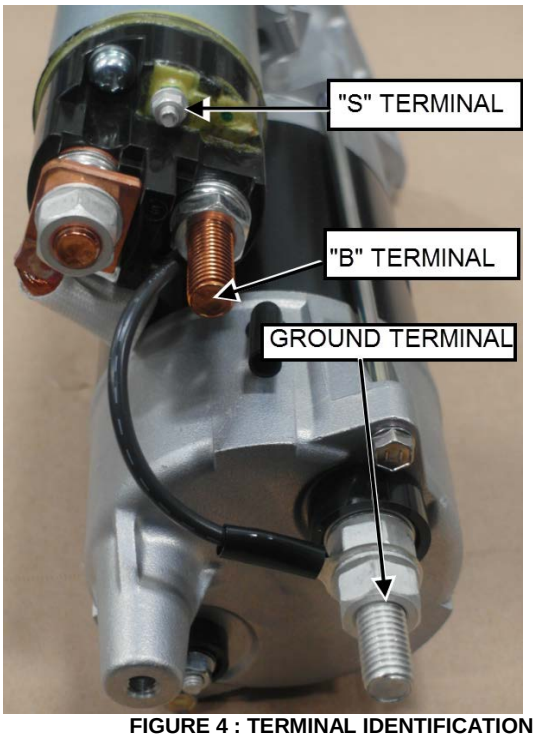
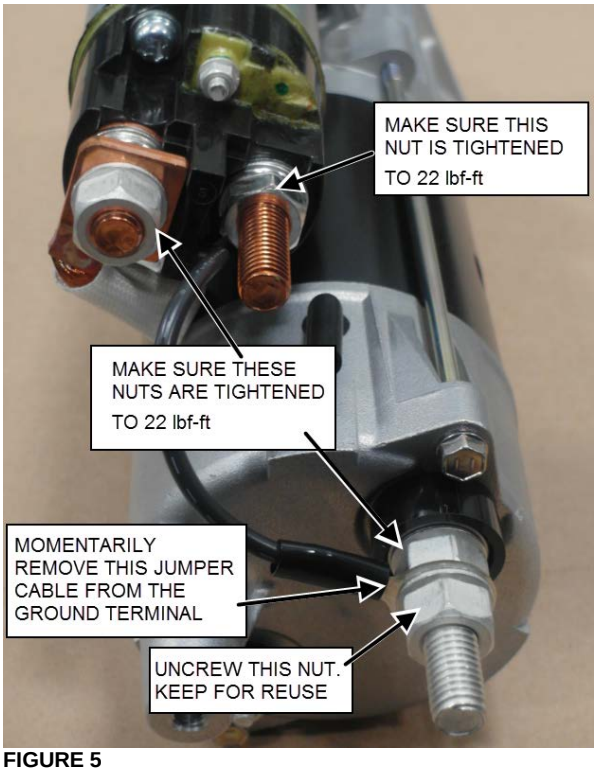

FIGURE 4 : TERMINAL IDENTIFICATION
FIGURE 5
1. If the starter is replaced with a brand new starter, prepare the new starter as follows (refer to FIGURE 5).
a) Remove the second nut on the ground terminal (FIGURE 5). Keep for later use.
b) Remove the jumper cable connected to the ground terminal (FIGURE 5).
c) Make sure that the three nuts identified on FIGURE 5 are tightened to a torque of **22 lbf-ft**.
7. Connect circuit **101** to **B** terminal (FIGURE 4 & FIGURE 5). Position circuit **101** cable to be in line with the nylon tie mount on the starter.
9. If not already done, remove the nut and washer provided with the brand new alternator on **S** terminal (FIGURE 4).